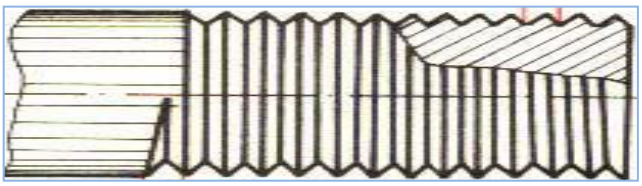

Figura 2
1.Priviți profilul filetului din imagine (*Figura 2*).
a. Identificați/selectați o piesă filetată/șurub de pe bancul de lucru, cu profil identic cu cel din *Figura 2*. Răspuns așteptat: Filet triunghiular
2. Recunoașteți denumirea filetului din *Figura 2*, după secțiunea profilului, pe baza criteriilor de clasificare ale filetelor și o notați în Tabelul 2.
3. Argumentați soluția aleasă în urma analizei piesei selectate în rubrica *Înregistrări/constări privind piesa selectată în Tabelul 2*; (*Figura 2).*